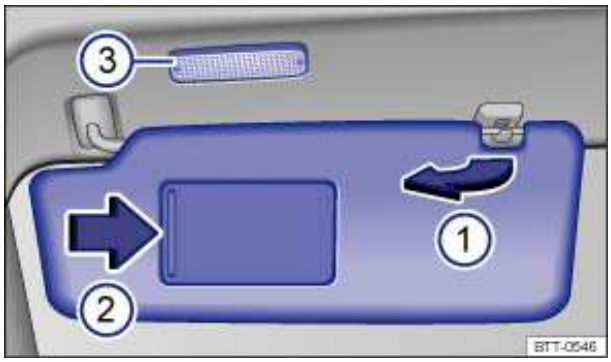

Fig. 75 Sun visor.
- Lift it out of the retaining clip ⇒ fig. 75 (1) and swivel it over toward the door.